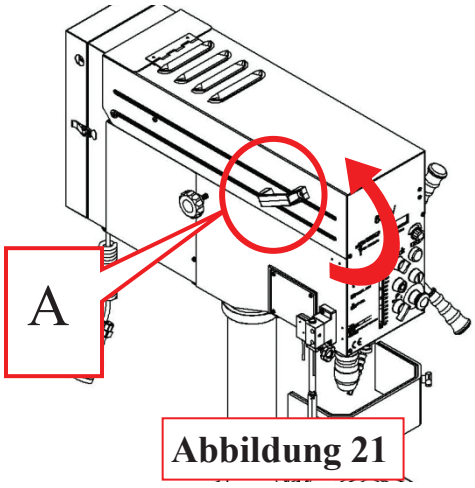
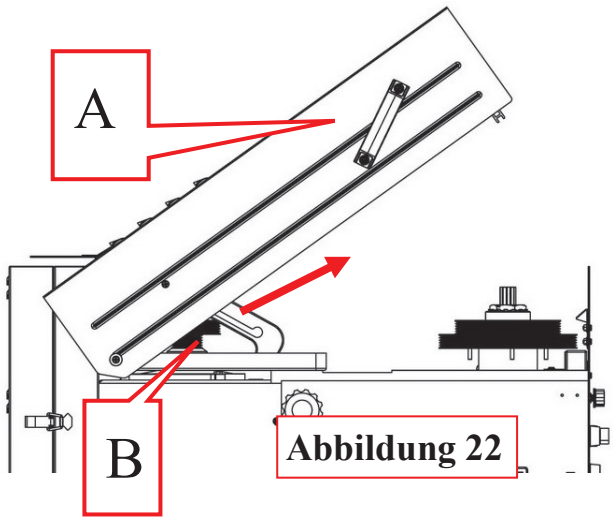

Abbildung 21
Abbildung 22
(1) Eisenabdeckung öffnen: Halten Sie den Griff der linken Eisenabdeckung **(Abbildung 21)** und drücken Sie ihn nach oben bis zum höchsten Punkt. Lassen Sie ihn dann leicht los. Verwenden Sie den Positionsgeber **(Abbildung 22)**, um die Eisenabdeckung im geöffneten Zustand zu fixieren.
(2) Eisenabdeckung schließen: Halten Sie den Griff links an der Eisenabdeckung **(Abbildung 21)** und drücken Sie ihn nach oben bis zum höchsten Punkt. Ziehen Sie den Positionsgeber **(Abbildung 22)** nach vorne, um den fixierten Zustand zu lösen, und senken Sie die Eisenabdeckung dann leicht in die ursprüngliche Position ab. (Der Motor kann nicht gestartet werden, wenn sich die Eisenabdeckung öffnet.)